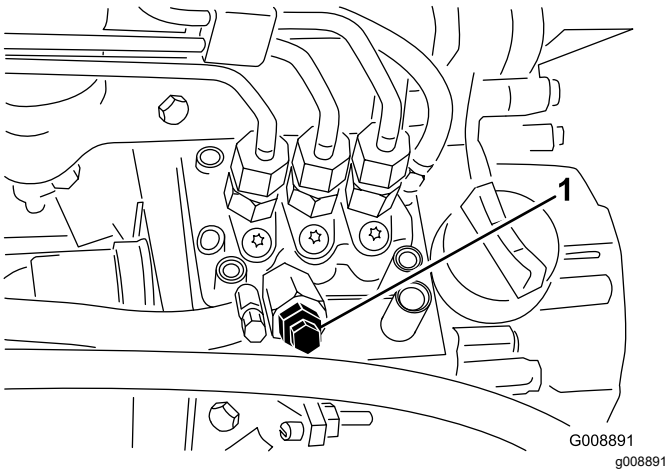

Figuur 35
4. Draai de ontluchtschroef op de brandstofinjectiepomp open (Figuur 35).